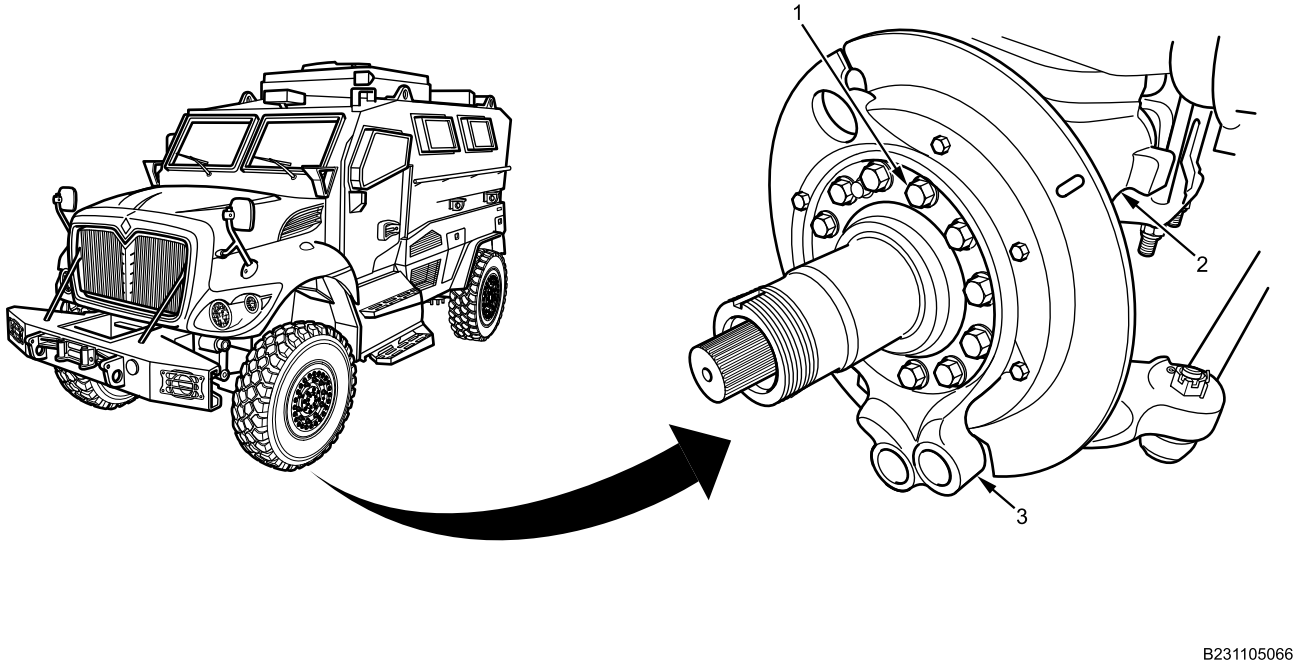

Figure 1. Front Brake Spider Assembly Removal.
1. Remove 12 bolts (Figure 1, Item 1), 12 washers, and front brake spider assembly (Figure 1, Item 3) from knuckle (Figure 1, Item 2).